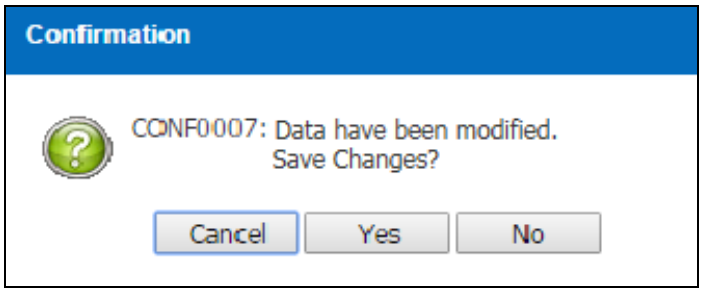

Figure 3.1.2-4 Confirmation Message
- *System will display a Confirmation Message as Figure 3.1.2-4*